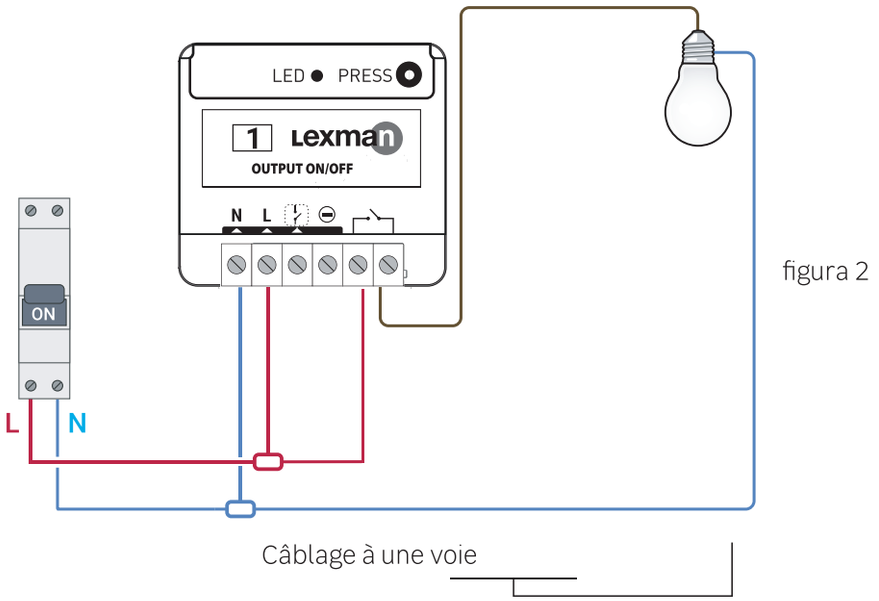

figura 2
3. **Conecte o receptor ON/OFF de acordo com o esquema (figura 2).**